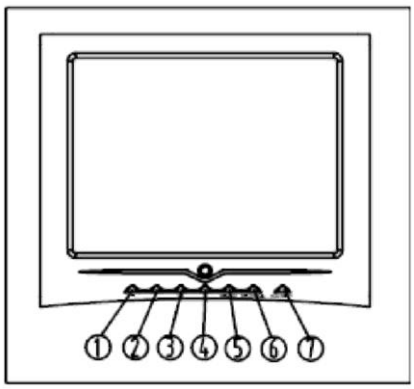

Рис.8.
(3) “DOWN”, (4)“UP” – навигационные кнопки меню, при выборе пункта меню он будет подсвечен.
(7)“POWER” – Выключатель питания (см. Рис. 8) .